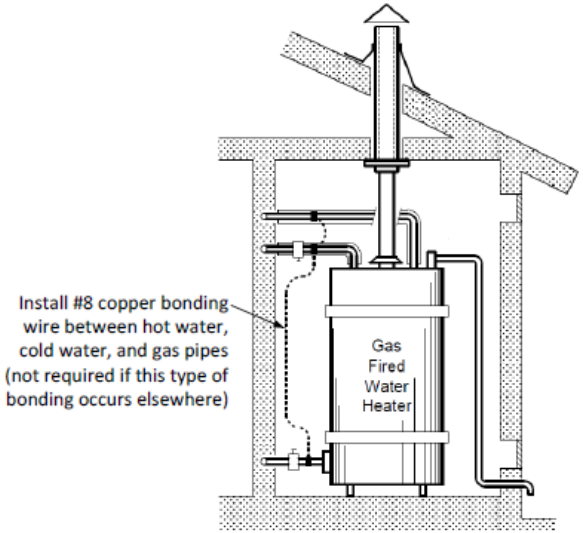

Figure 1. Water Heater Bonding
37. A gas vent shall terminate in accordance with one of the following: (1) Above the roof surface with a listed cap or listed roof assembly. Gas vents 12" in size or smaller with listed caps shall be permitted to be terminated in accordance with Figure 5-2, provided they are at least eight 8' from a vertical wall or similar obstruction. (2010 CPC 510.6.2) **See Figure 1.** ❑ ❑
39. **Bond** hot water pipe to cold water pipe to gas pipe with number 6 copper wire and approved clamps. CEC 250.4 Paragraphs 4. Gas piping shall not be used as a grounding electrode. CEC 250.52 (B)(1) CEC 250.104 (B) ❑ ❑